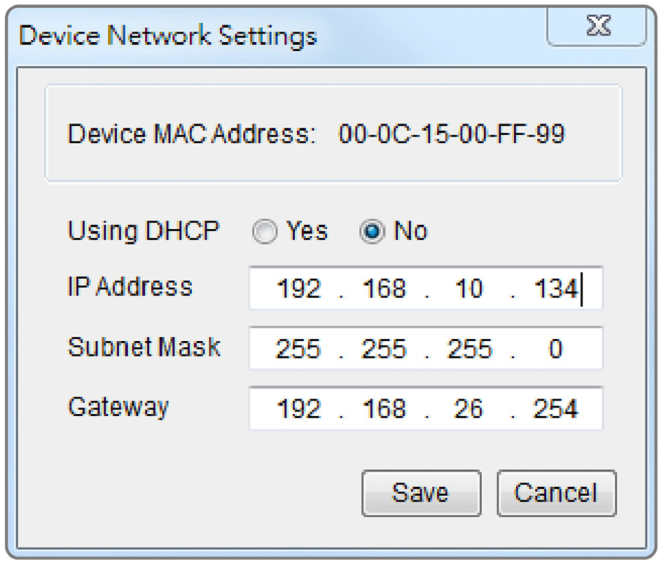

**Figure 2. The Device Network setting window.**
5. You can modify the IP Address, Subnet Mask, and Gateway address for the Device MAC Address listed in the Device Network Settings window, as shown in Figure 2. The factory default IP Address is 192.168.20.177 and the default Subnet Mask is 255.255.255.0.